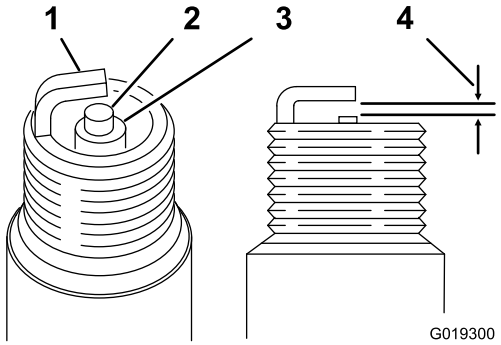

Figur 27
4. Undersök om tändstiftet är slitet eller skadat (Figur 27).
5. Kontrollera tändstiftsgapet med en trådklinka (Figur 27).